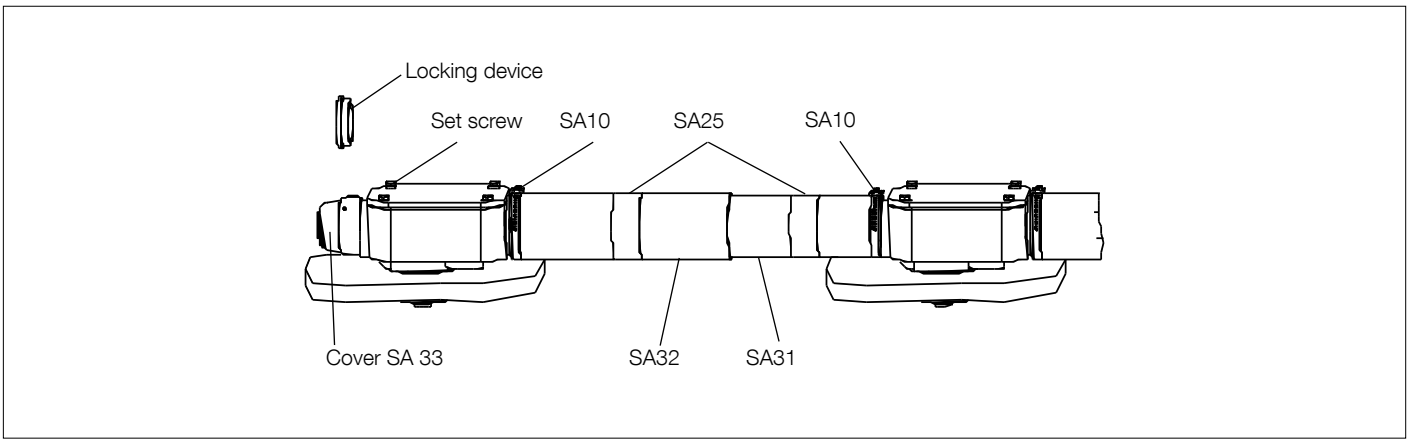

Fig. 48.
7. Push the two protective tubes on the bevel gears and clamp them with the hose clips SA10; see Fig. 48. Apply the self-adhesive information plates SA25 around the tubes at about the middle of the tube length.